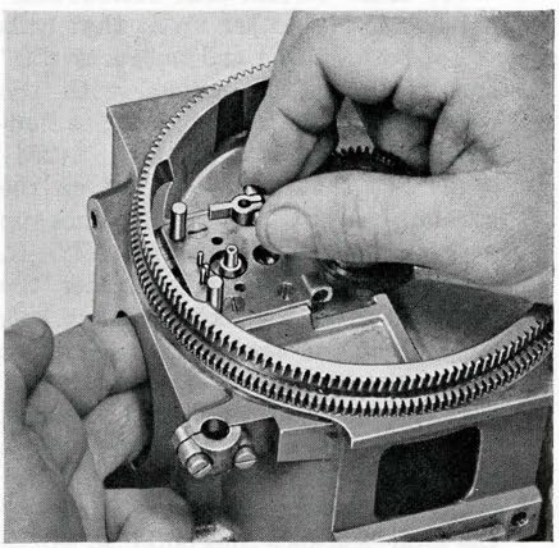

Figure 260
19. Replace pallet on pallet shaft (Fig. 260) noting that: